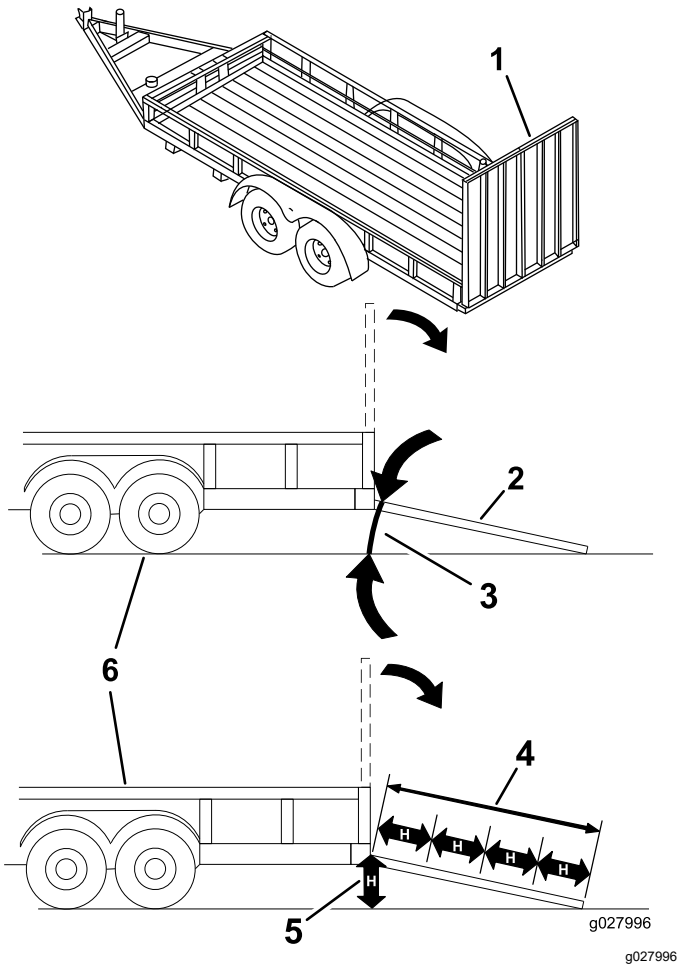

Figuur 31
Als een machine wordt geladen op een aanhanger of een vrachtwagen, wordt de kans vergroot dat de machine kantelt. Dit kan ernstig lichamelijk letsel of de dood veroorzaken (Figuur 31).
3. Laat de oprijplaat zakken; zorg dat de hellingshoek van de oprijplaat ten opzichte van de grond niet groter is dan 15 graden (Figuur 31).
1. Laat de oprijplaat zakken; zorg dat de hellingshoek van de oprijplaat ten opzichte van de grond niet groter is dan 15 graden (Figuur 31).